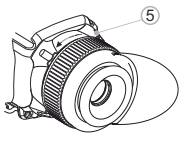

Рис. 4
- Поверните стопорное кольцо **(5)** окуляра против часовой стрелки до щелчка и снимите окуляр **(рис. 4)**.
- Установите вкладыш **(14)** в адаптер **(15)** до упора **(рис.4)**